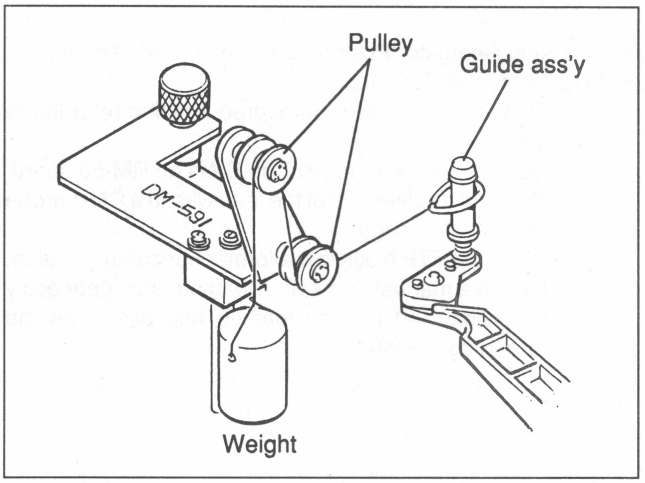

Fig.7-10-15 Tension Adjustment Tool ⑳② Installation
(6) As shown in Fig. 7-10-15, put a string on the pulleys of the tension adjustment tool and hook the end of string in the center of the guide ass'y.